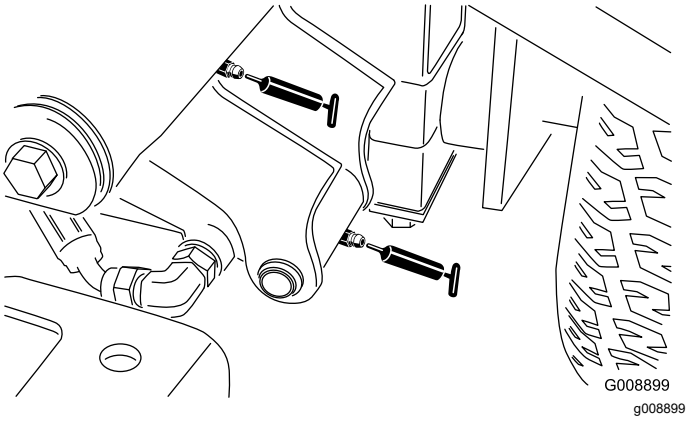

Rysunek 61
- Oś i siłownik przedniego lewego ramienia podnoszącego (2 złącza Rysunek 61)